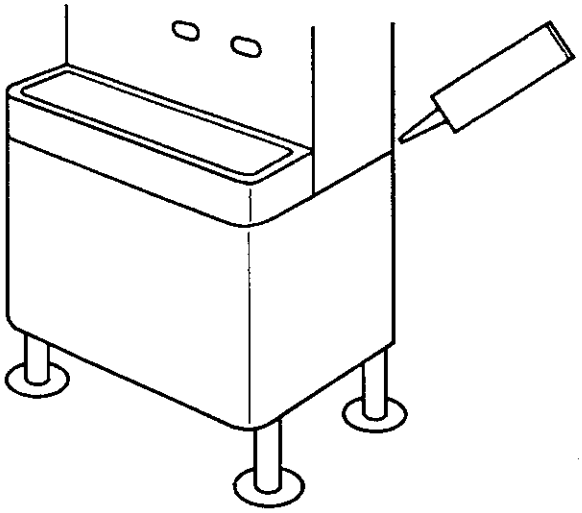

Fig. 1
6) Seal the seam all around between the ice dispenser and the Cabinet Stand with food grade silicone. See Fig. 1.